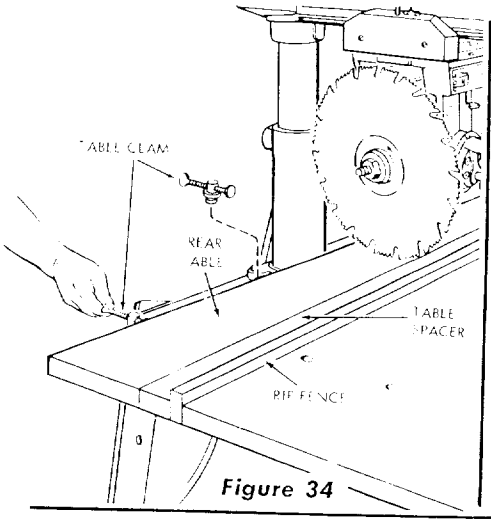

Figure 34
a. Install the fence, rear table, table spacer and three table clamps. (See figure 34.)